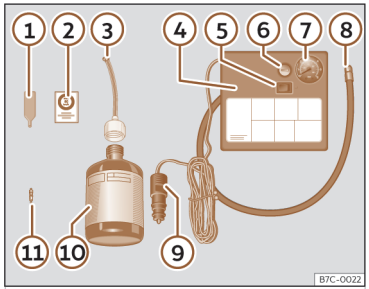

Abb. 245 Prinzipdarstellung: Bestandteile des Pannensets
Das Pannenset befindet sich im Gepäckraum unter dem Bodenbelag. Es besteht aus folgenden Bestandteilen ››› **(Abb. 245)**:
- Ventilkappe und Ventileinsatz vom Reifenventil abschrauben. Verwenden Sie den Ventileinsatzdreher ››› **(Abb. 245)** (1) zum Herausschrauben des Ventileinsatzes. Legen Sie den Ventileinsatz auf einem sauberen Untergrund ab.
- Reifenfüllflasche kräftig schütteln ››› **(Abb. 245)** (10).
- Einfüllschlauch ››› **(Abb. 245)** (3) auf die Reifenfüllflasche schrauben. Die Folie am Verschluss wird automatisch durchstoßen.
- Verschlussstopfen vom Einfüllschlauch ››› (Abb. 245) ③ entfernen und das offene Schlauchende auf das Reifenventil schrauben.
- Ventileinsatz mit dem Ventileinsatzdreher ››› (Abb. 245) ① wieder in das Reifenventil schrauben.
- Reifenfüllschlauch ››› (Abb. 245) ⑧ des Luftkompressors fest auf das Reifenventil schrauben.
- Prüfen, ob die Luftablassschraube ››› (Abb. 245) ⑥ zugedreht ist.
- Kabelstecker ››› (Abb. 245) ⑨ in eine 12-Volt-Steckdose des Fahrzeugs stecken ››› S. 278.
- Luftkompressor mit dem EIN-/AUS-Schalter ››› (Abb. 245) ⑤ einschalten.
- Kleben Sie den Aufkleber ››› (Abb. 245) ② im Sichtfeld des Fahrers auf das Kombi-Instrument.
Schließen Sie den Reifenfüllschlauch ››› (Abb. 245) ⑧ wieder an und lesen Sie den Reifenfülldruck an der Reifenfülldruckanzeige ⑦ ab.